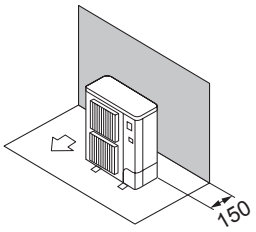

Fig. 2-7
① Hindernisse nur auf der Rückseite (Fig. 2-7)